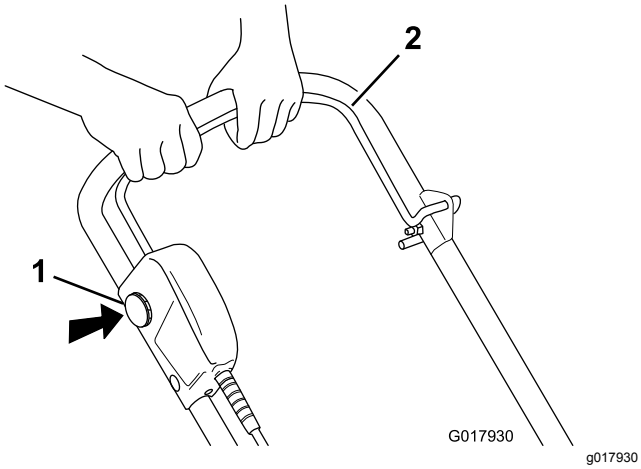

**Bild 10**
1. Stecken Sie zum Anlassen des Motors den Sicherheitsschalter (Schlüssel) ein, halten Sie den Sicherheitsschalter (Schlüssel) gedrückt und drücken Sie den Schaltbügel zum Holm (Bild 10).